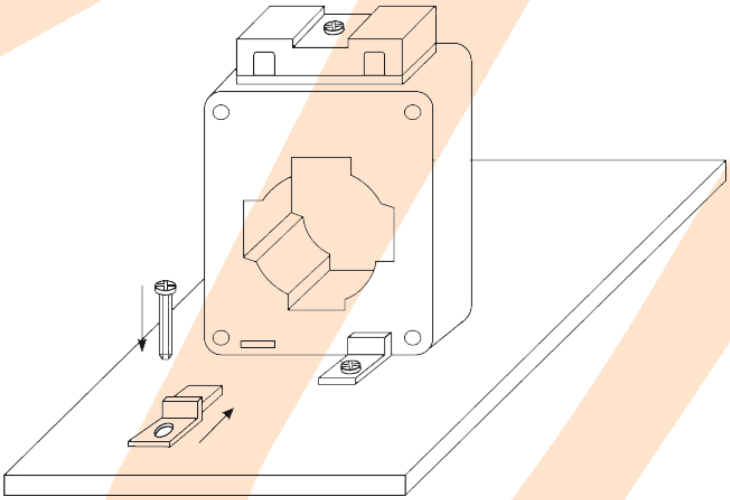

Рисунок 4 - Установка трансформаторов на монтажной панели в щитовом оборудовании при помощи держателей
- на монтажной панели в щитовом оборудовании при помощи держателей (рисунок 4).